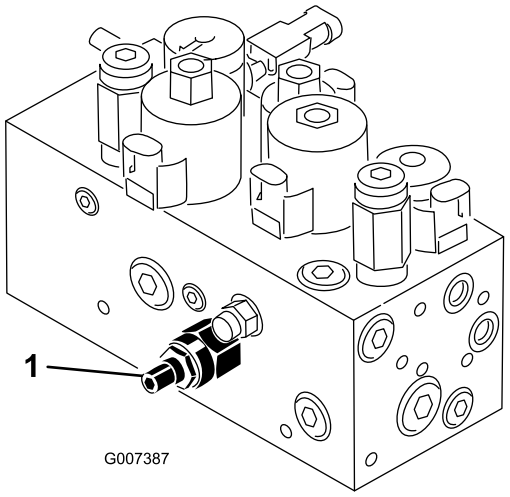

Bild 56
Der Hub-/-absenkungskreis der Mähwerke ist mit einem Stromventil ausgerüstet (Bild 56). Dieses Ventil wird im Werk um ungefähr 3 Umdrehungen geöffnet. Zum Ausgleichen unterschiedlicher Hydrauliköltemperaturen und Mähgeschwindigkeiten usw. müssen Sie dieses Ventil jedoch u. U. einstellen. Gehen Sie dabei folgendermaßen vor:
1. Klappen Sie den Sitz hoch und finden Sie das Hauptregulierventil für das mittlere Zuggestell (Bild 56), das sich neben dem Hydraulikverteiler befindet.